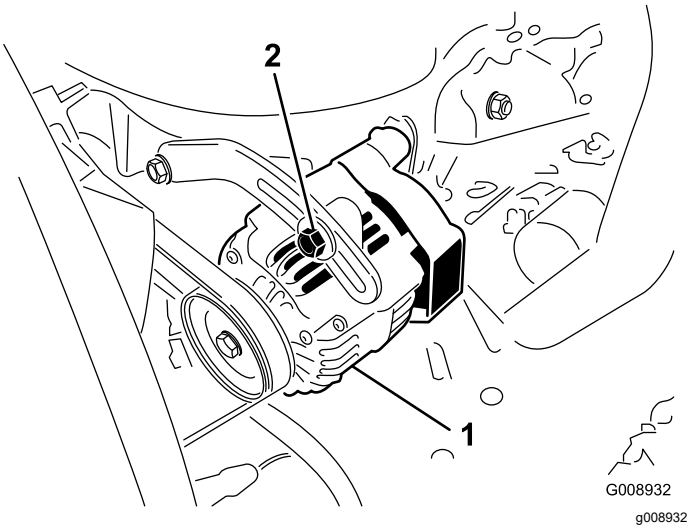

Figura 46
2. Se l'inflessione non è di 10 mm, allentate i bulloni di fissaggio dell'alternatore (Figura 46).